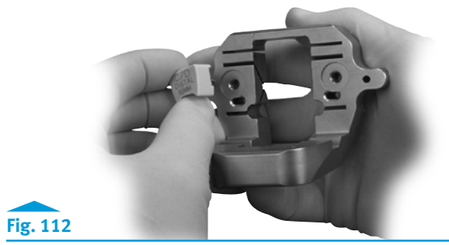

Fig. 112
- If Distal Femoral Augment Provisionals were used on the cutting block, remove and install them on the RH Knee Notch/Chamfer Guide **(Fig. 112)**.